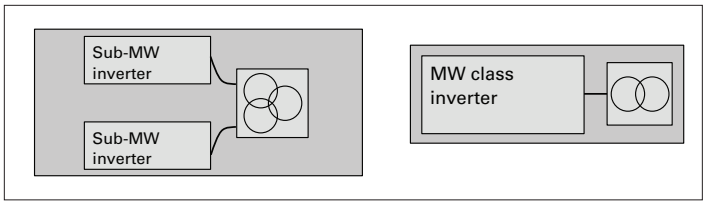

Figure 2. Sub-MW Inverter Solution (Left) and Power Xpert Solar (Right)
Figure 2 shows a skidded solution using sub-MW inverters on the left and the Power Xpert Solar inverter on the right. The dimensions are to scale, so that the footprint area can be compared. The sub-MW installation requires more connections and equipment.
- Reduced equipment space—a smaller pad includes the inverter and the transformer (see **Figure 2**)